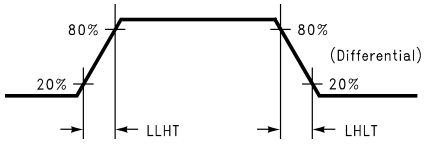

**Figure 4. DS90C185 (Transmitter) LVDS Transition Times**
| LLHT | LVDS Low-to-High Transition Time (Figure 4 (1)) | | | 0.18 | 0.5 | ns |
| LHLT | LVDS High-to-Low Transition Time (Figure 4 (1)) | | | 0.18 | 0.5 | ns |